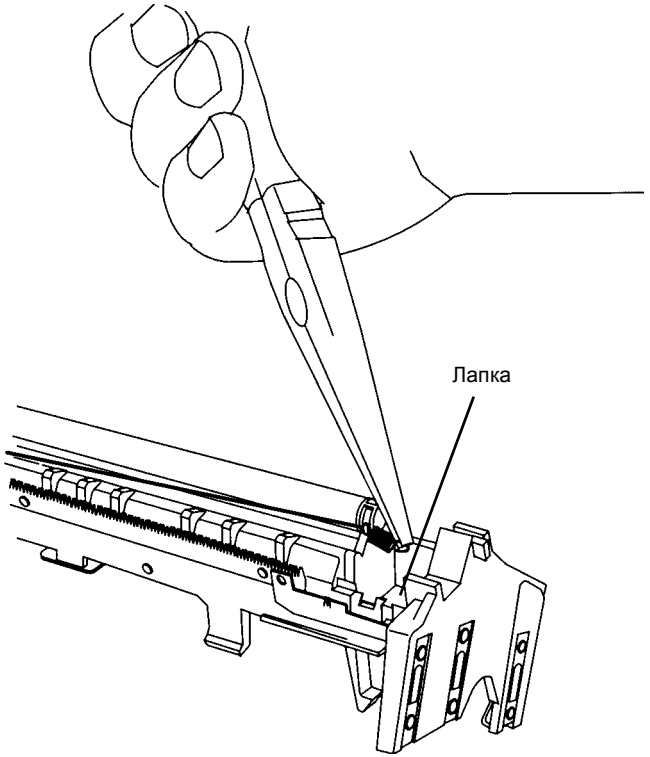

Рисунок 4 Закрепление правого конца проволоки
2. Наденьте петлю проволоки на крючок пружины, другой крючок пружины накиньте на лапку (Рисунок 4).